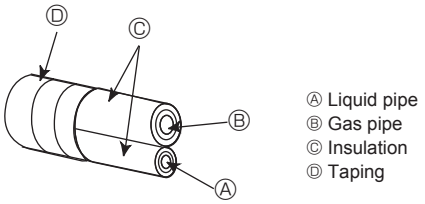
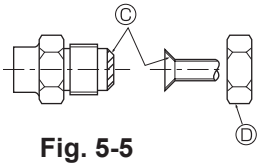

Fig. 5-4
Fig. 5-5
Ⓐ (Fig. 5-5)
5.5. Connecting pipes (Fig. 5-4) (Fig. 5-5)
[Fig. 5-5]